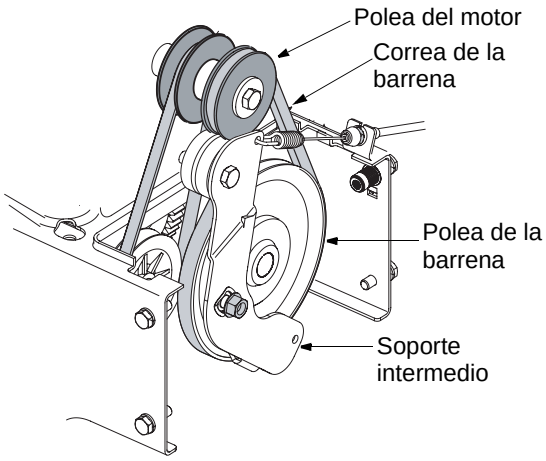

Figura 13
1. Deslice la correa frontal de la barrena hasta sacarla de la polea del motor presionándola entre el soporte intermedio y la polea del motor. Ver Figura 13 .